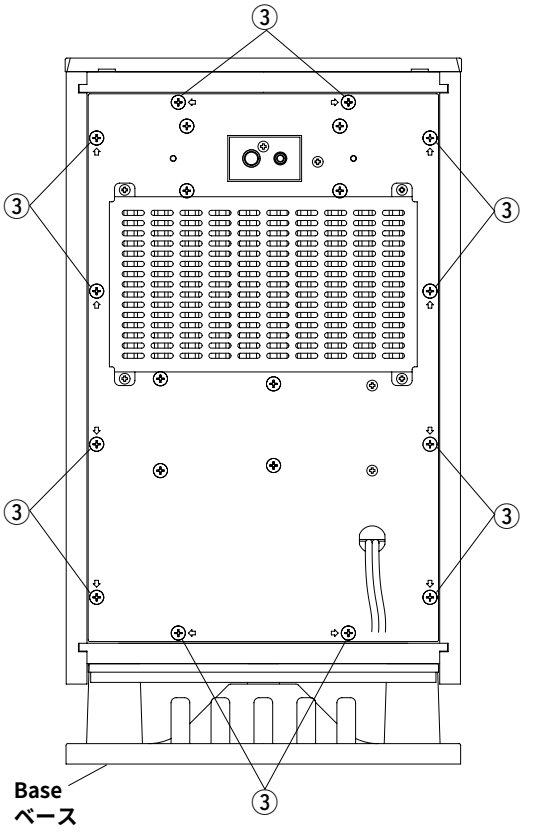

Fig. 2
Remove 12 screws (③) in Fig. 2.
③のネジ12本を外し、リアパネルを取り出します。(Fig. 2)